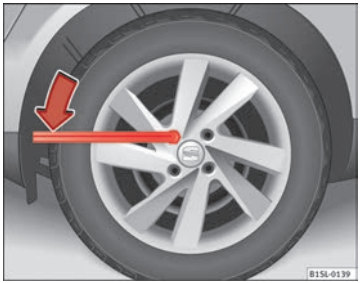

Fig. 143 Changing a wheel: Slacken the wheel bolts.
- Fit the wheel brace as far as it will go over the wheel bolt ⇒ Fig. 143.